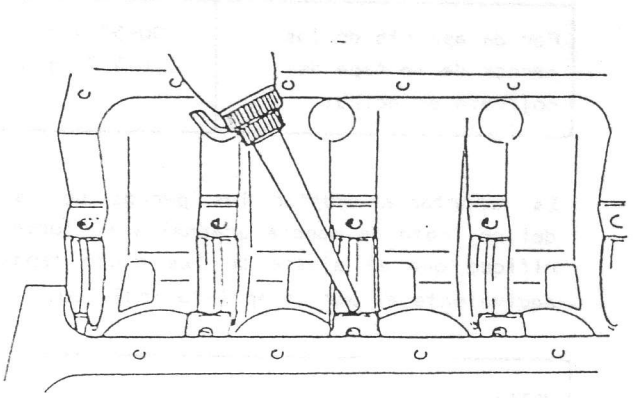

Fig. 3-6-2
2) Impregne con aceite los cojinetes de muñón de cigüeñal de la manera indicada en la Fig. 3-6-2.